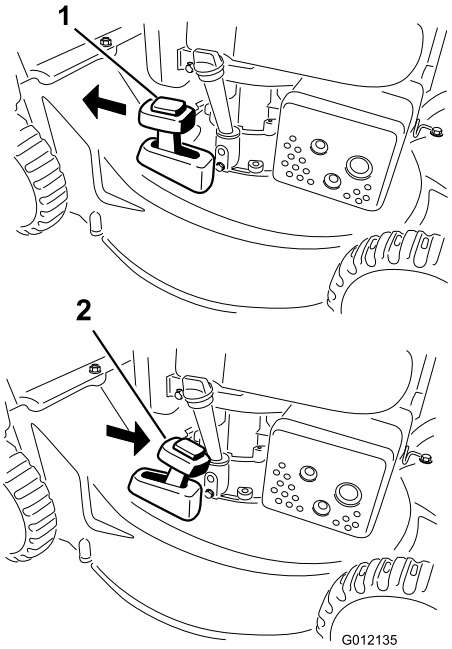

Figur 16
För att återvinna klippet för du uppsamlingspåsens snabbutlösarspak till **återvinningsläget** (Figur 16).
2. Montera gräsuppsamlaren (se Ta bort gräsuppsamlaren (sida 11)) och för uppsamlingspåsens snabbutlösarspak till **uppsamlingsläget** (endast modell 20836) såsom visas i Figur 16.
Obs: Ta bort gräsuppsamlaren om den har monterats på maskinen (se Ta bort gräsuppsamlaren (sida 11)) innan du använder den bakre utkastaren för klippet. Uppsamlingspåsens snabbutlösarspak ska vara i **uppsamlingsläget** (endast modell 20836) såsom visas i Figur 16.